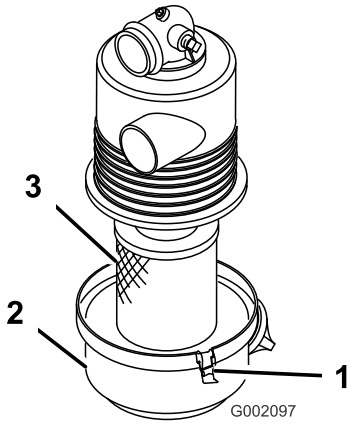

Figur 28
2. Åbn låsene, der fastgør luftfilterdækslet til luftfilterhuset (Figur 28).
3. Tag dækslet af huset, og rengør den indvendige side af luftfilterdækslet (Figur 28).
1. Efterse filteret i luftfilterhuset (Figur 28).
2. Ret luftfilterdækslet ind efter luftfilterhuset (Figur 28).
3. Fastgør dækslet på luftfilterhuset med låsene (Figur 28).